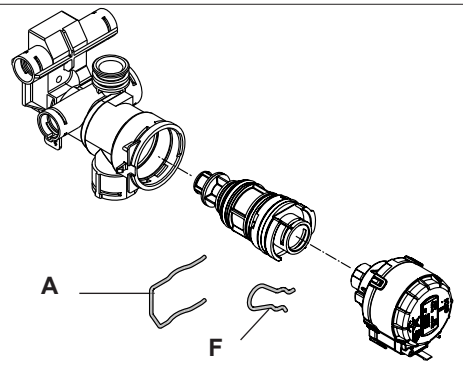

Fig. 43
6.20.5 DIVERTOR VALVE ASSEMBLY (fig. 43)